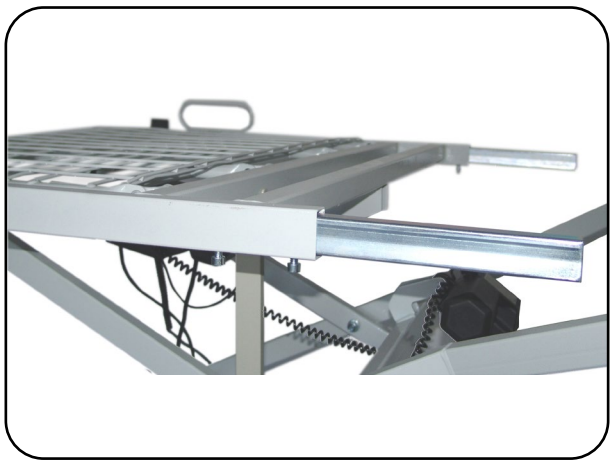

Abb. 6.1.05 – Steckinnenrohre in die Längsrohre der Kopfauflage
9. Stecken Sie die Steckinnenrohre in die Längsrohre der Kopfauflage ein. Fixieren Sie die Steckinnenrohre nur lose mit jeweils zwei Zylinderkopfschrauben M8 x 45 *(bei der Ausführung ab 120 cm Liegeflächenbreite: M8 x 20 und M8 x 50)*, damit sie zur Montage beweglich bleiben (Abb. 6.1.05).